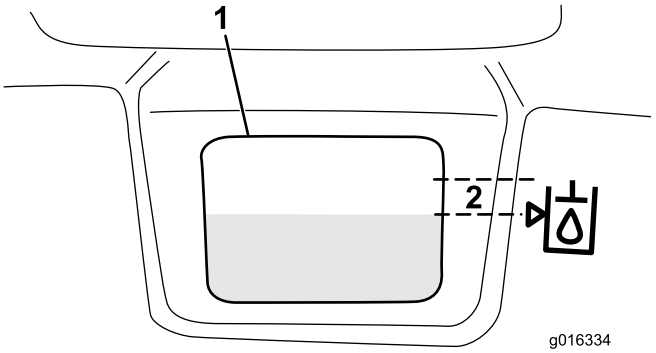

Figur 30
3. Fyld langsomt beholderen med den korrekte hydraulikvæske, til niveauet er ved, eller inden for 6 mm af pilen i symbolet ved siden af det hvide vindue foran beholderen (Figur 30). Fyld ikke for meget på.